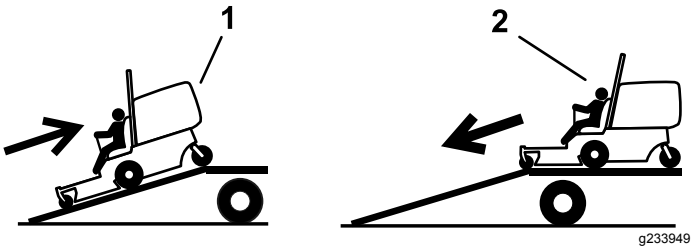

**Figuur 28**
4. Rij de machine achteruit op de oprijplaat (Figuur 28).
2. Rij de machine vooruit de oprijplaat af (Figuur 28).